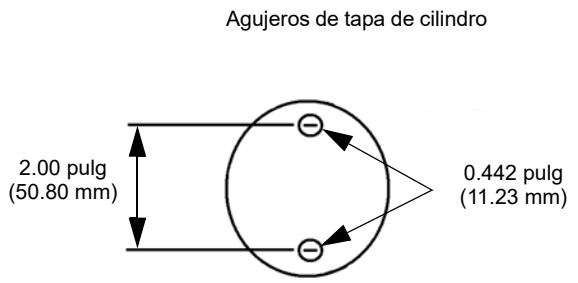

FIGURA 8-9
6. Retire las tapas de cilindros de la caja. Retire y bote los anillos “O” (Figura 8-9).